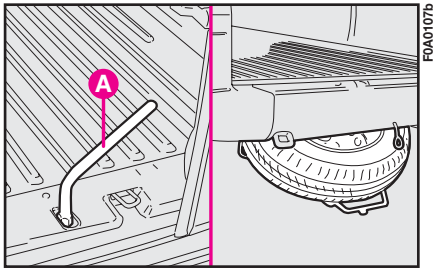
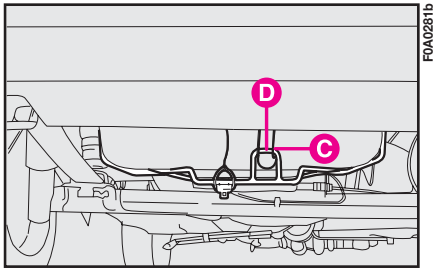
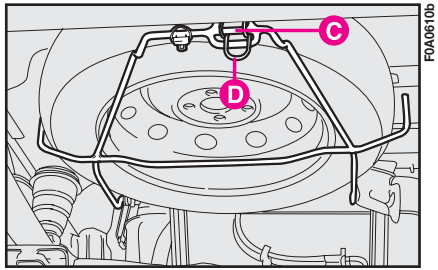

fig. 6
fig. 15
fig. 16
6) Dévisser à l'aide de la clé de démontage des roues **A-fig. 6** le bouton de blocage du support de la roue de secours.
2) Accrocher la partie supérieure de l'étrier **C-fig. 15** du support au ressort d'ancrage **D** et visser le boulon de blocage du support **fig. 6**.
– accrocher la partie inférieure de l'étrier **C-fig. 16** du support au ressort d'ancrage **D** et visser le boulon de blocage du support **fig. 6**.